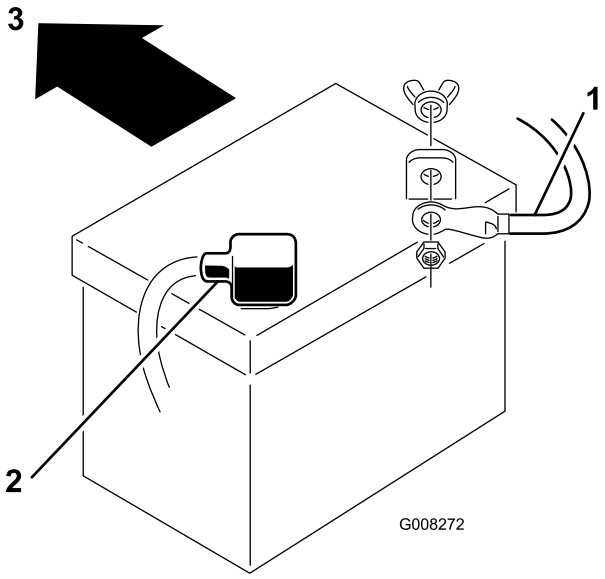

Figur 30
7. Koble den negative (svarte) grunnkabelen fra batteripolen (Figur 30).
9. Koble den positive (røde) grunnkabelen fra batteripolen (Figur 30).
1. Plasser batteriet i chassiset med batteripolene mot maskinens bakende (Figur 30).
3. Bruk bolten og vingemutteren til å feste den positive kabelen (rødt) til den positive (+) batteripolen (Figur 30). Sett gummihetten på batteripolen.
4. Bruk bolten og vingemutteren til å feste den negative (svarte) kabelen til den negative (-) batteripolen (Figur 30). Sett gummihetten på batteripolen.